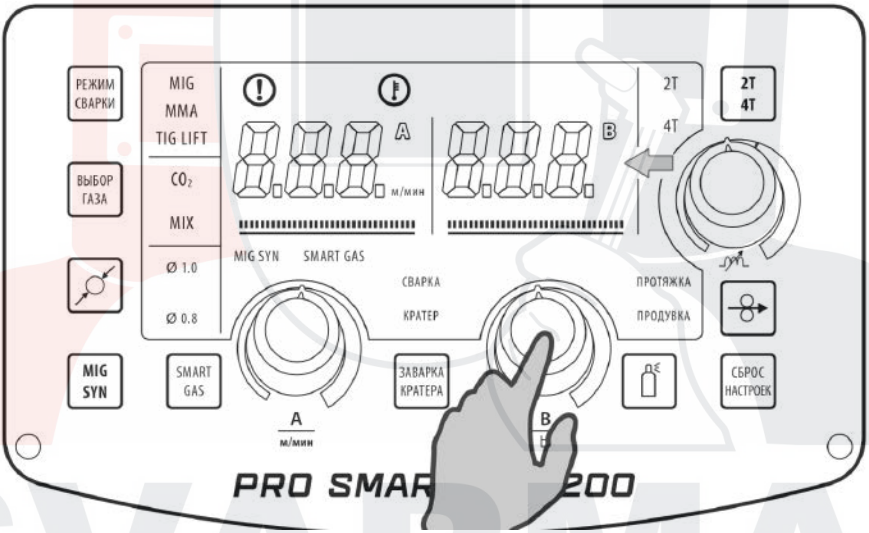

Рис. 10.1.3. Регулятор форсажа дуги.
**4.** Установите значение форсажа дуги (См. рис. 10.1.3).
Форсаж дуги рекомендуется применять при сварке покрытыми электродами на малых токах (См. рис. 10.1.3). Регулятором выставите значение на 15-20% больше от основного тока (См. табл. 7.0.2, поз. 9).